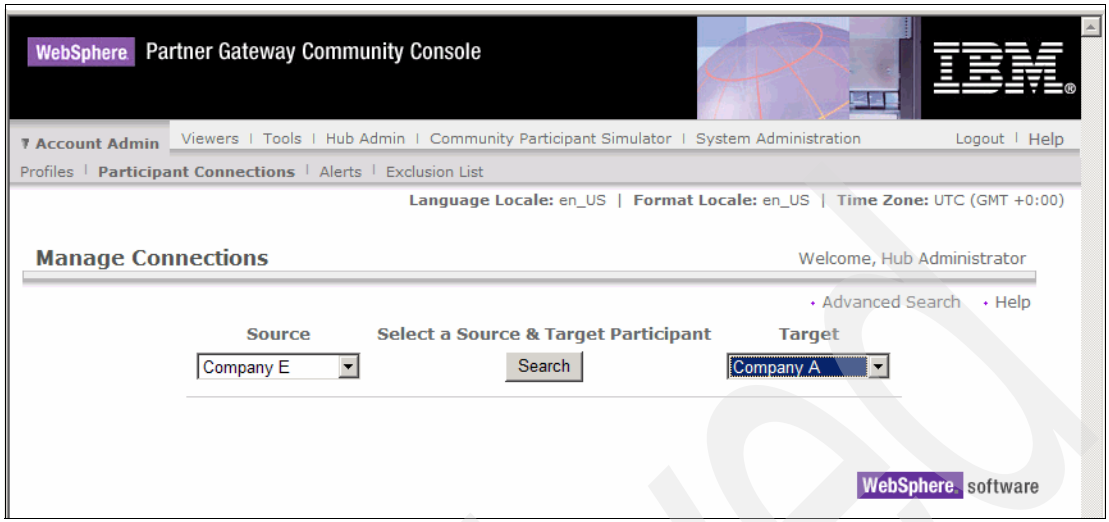

Figure 7-38 Searching for a connection between Companies E and A
2. Select **Account Admin** → **participant connections**. See Figure 7-38 on page 182.